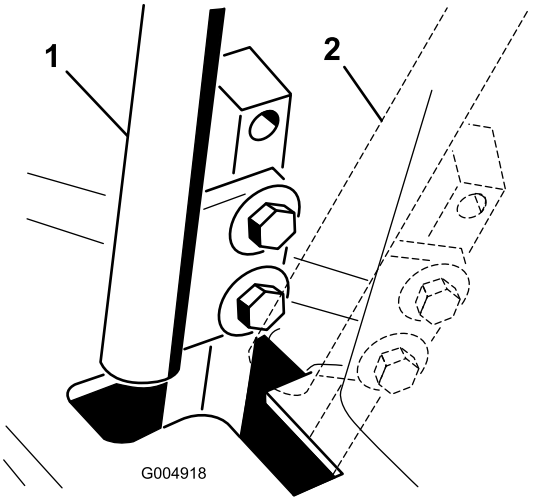

Figur 54
4. Flyt bevægelseshåndtaget til den NEUTRALE POSITION, men **ikke låst** (Figur 54).
6. Kontroller, hvor håndtaget er i forhold til hakket i konsollen (Figur 54).